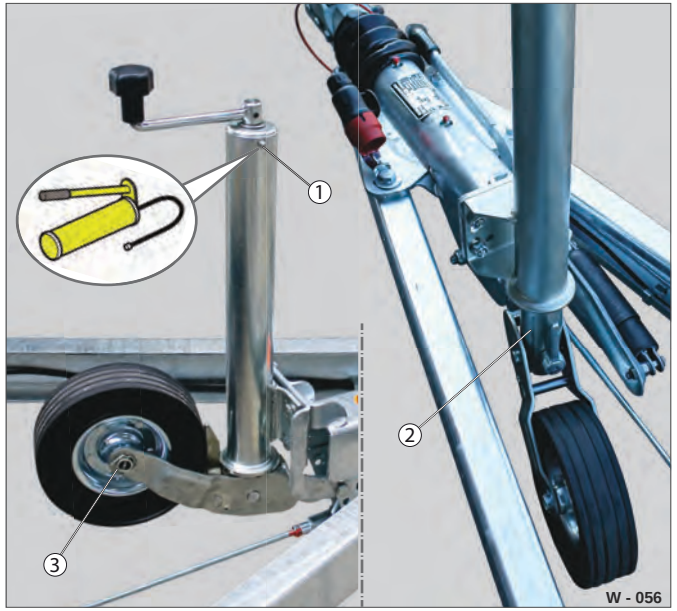

Fig. 45 Automatikstøttehjul: Smøresteder
▶ Kontrollér lejestedet og hjulet (Fig. 45 /3) for deformation.
▶ Smør støttehjulet ved hjælp af en fedtpresse på smøreniplen (Fig. 45 /1).
▶ Smør glidestedet (Fig. 45 /2) med fedt.